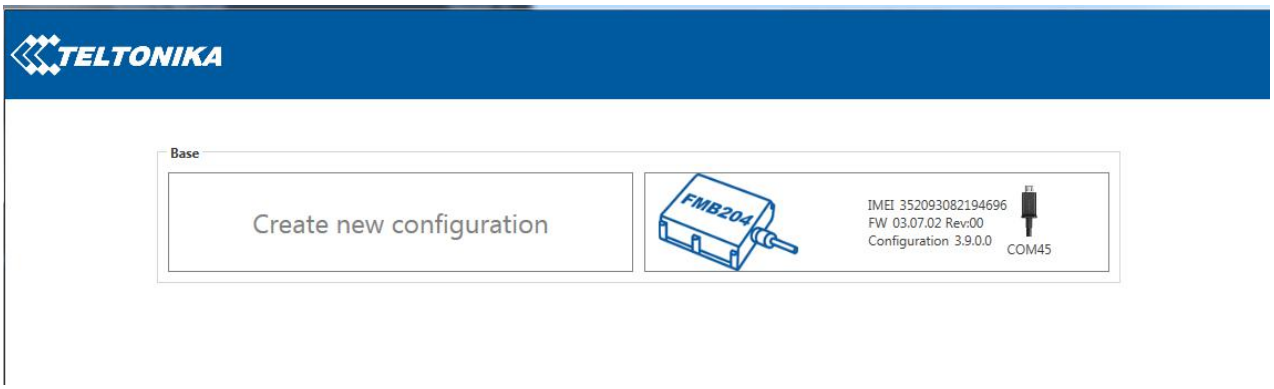

Figure 33 FMB2YX configurator connected devices window
- Launch **FMB Configurator** and connect to device as shown in **Figure 33** below**.**